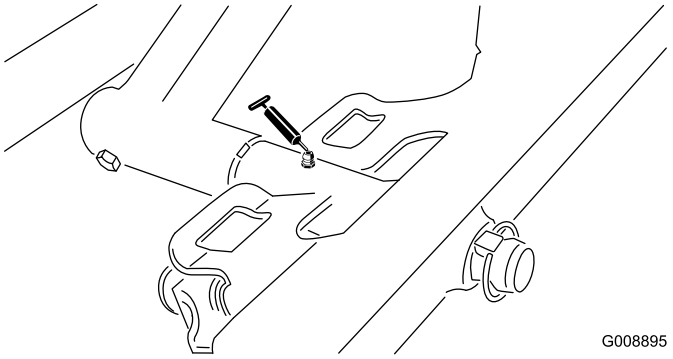

Figur 48
- Främre klippenhetstapp (Figur 48)